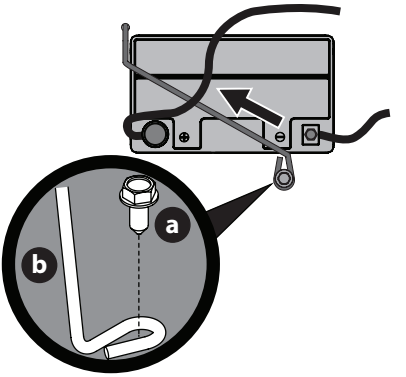

Fig. 15
NOTE: Wiring harness should lay on top of battery hold down rod, otherwise damage to the wiring harness may result (Fig. 15 on page 13).
3. Remove the hex washer screw (a) securing the battery hold down rod (b) to the frame. Then flip the battery hold down rod (b) up to free the battery (Fig. 15).